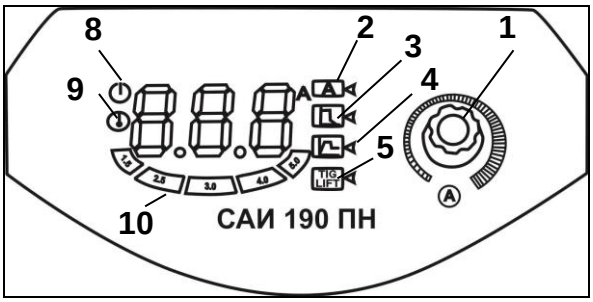

Рис.2 Элементы управления дисплеем САИ-160ПН и САИ-190ПН
2. Индикатор тока – при выборе данного режима с помощью вращения переключателя 1(рис.2,3) можно регулировать величину тока. При этом, на дисплее будет отображаться рекомендуемый диаметр электрода.
4. Индикатор функции Горячий старт (Hot Start) - при выборе данного режима с помощью вращения переключателя 1 (рис.2,3) можно регулировать величину форсажа дуги в диапазоне от 1 до 10, где каждая цифра означает увеличение тока в % («1» означает увеличение выставленного на дисплее тока на 10%, «2» - на 20%, … «10» - означает увеличение выставленного тока на дисплее в 2 раза.